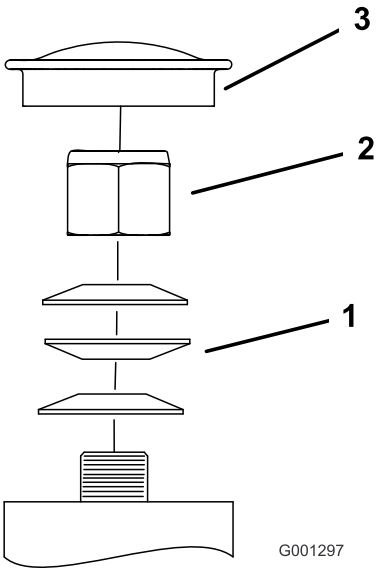

Figura 66
3. Retire el tapón anti-polvo de la rueda giratoria y apriete la contratuerca (Figura 66).
4. Apriete la contratuerca hasta que las arandelas de muelle estén planas, luego afloje la contratuerca 1/4 de vuelta para establecer la pre-carga correcta de los cojinetes (Figura 66).
Importante: Asegúrese de que las arandelas de muelle están correctamente instaladas, según se muestra en Figura 66.
5. Coloque el tapón anti-polvo (Figura 66).